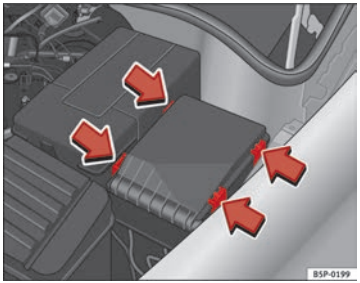

Fig. 176 Fuse box cover in engine compartment
– Prise off the fuse cover in the engine compartment by pressing the tabs towards the centre of the cover ⇒ Fig. 176.